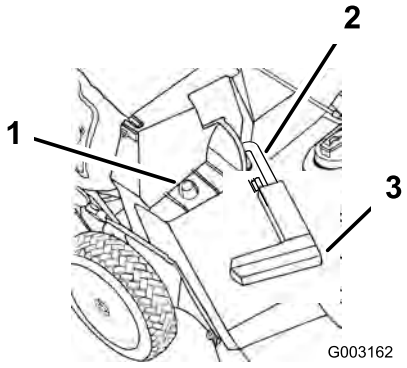

**Figura 18**
2. Verificate che la maniglia dello sportello di scarico si trovi completamente in avanti e che la spina sia inserita nel fermo (Figura 18).
3. Spostate il foro nel telaio del cesto sopra il piolo di sostegno sul canale di scarico (Figura 18).
2. Alzate la maniglia dello sportello di scarico e spostatela in avanti per inserire la spina nella tacca (Figura 18).